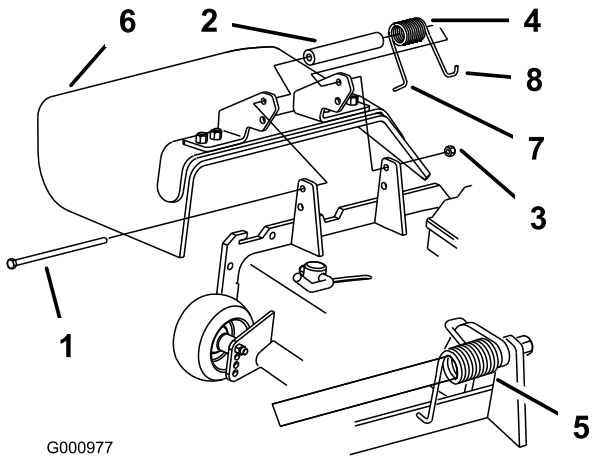

Figuur 89
1. Verwijder de borgmoer, bout, veer en afstandsstuk waarmee de grasgeleider vastzit op de draaibeugels (Figuur 89). Verwijder een beschadigde of versleten grasgeleider.
Opmerking: Zorg ervoor dat het **L**-vormige uiteinde van de veer achter de rand van het maaidek is geplaatst voordat u de bout bevestigt zoals wordt getoond in Figuur 89.
3. Monteer de bout en de moer. Plaats het **J**-vormige haakeind van de veer om de grasgeleider (Figuur 89).